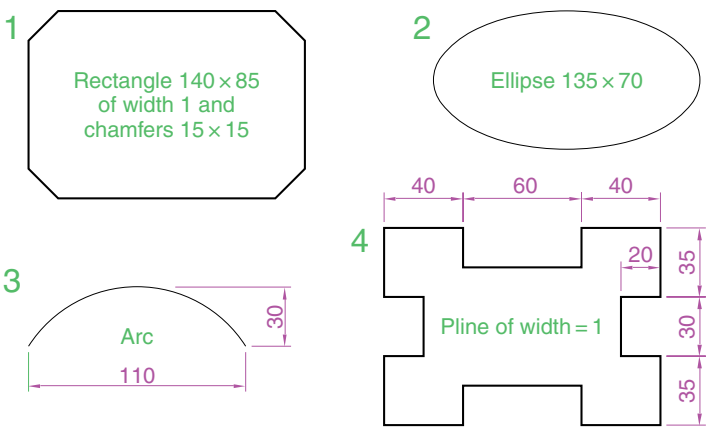
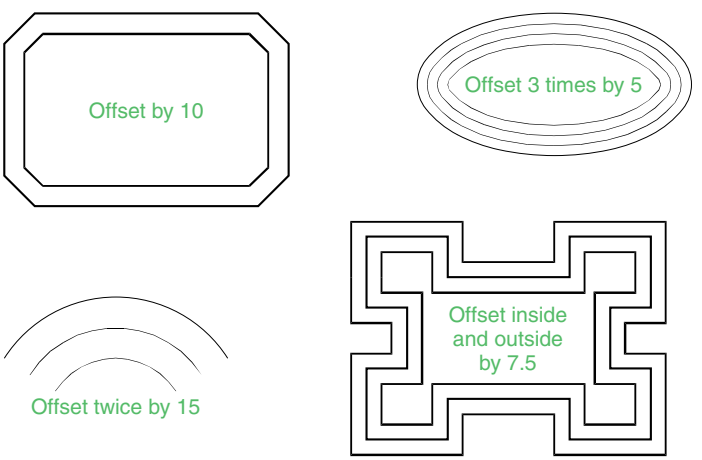

Fig. 5.13 Examples – **Offset** – outlines
Fig. 5.14 Examples – **Offset**
Examples – Offset (Fig. 5.14)
1. Construct the four outlines shown in Fig. 5.13.
3. Repeat for drawings **2, 3** and **4** in Fig. 5.13 as shown in Fig. 5.14.